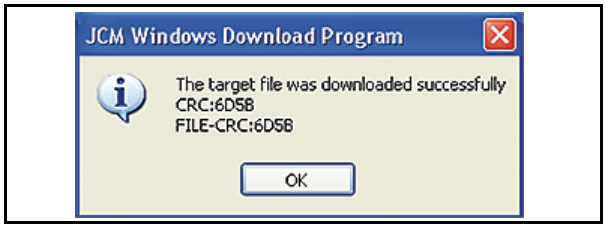

Figure 6-7 Download Successful Screen
8. When the Firmware Download is complete (approximately 2 minutes), the program will terminate with "the target file was downloaded successfully" message as shown in Figure 6-7.